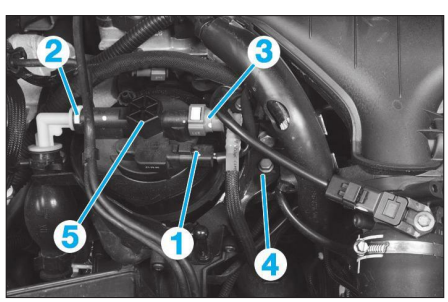

**Fig. 37**
- le connecteur de réchauffeur de carburant (1) **(Fig.37)**,
- la canalisation d'arrivée de carburant (2),
- la canalisation de sortie vers la pompe haute pression (3).
• Déposer les 4 vis de fixation de la tôle supérieure (4) et la déposer.
• Dévisser le couvercle à l'aide d'une clé appropriée sur l'emprunte centrale (5).